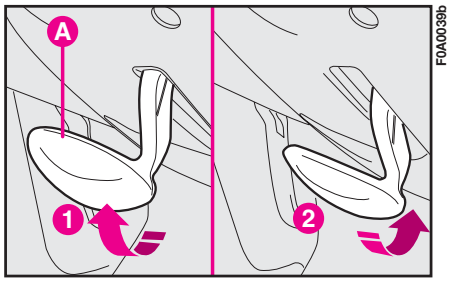

fig. 63
**1)** Move lever **A-fig. 63** to position **1**.